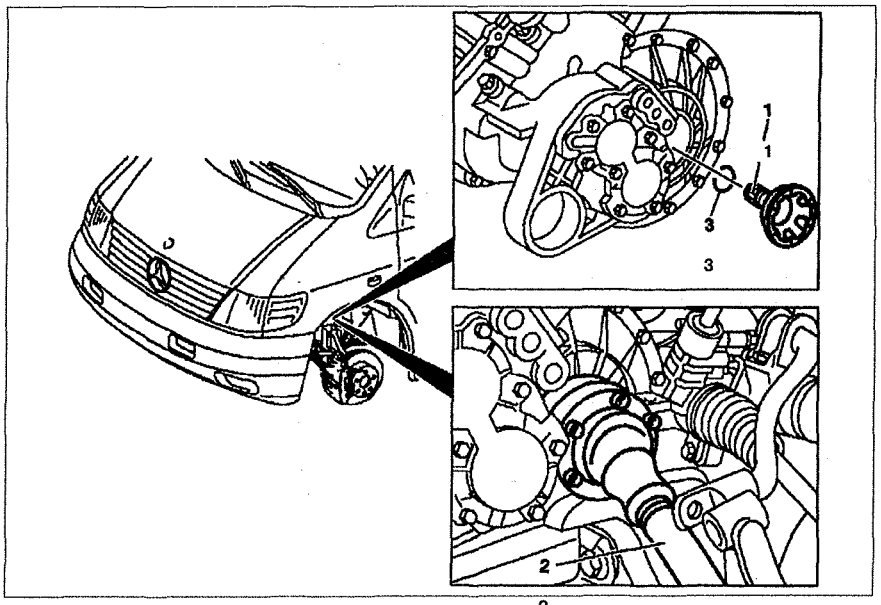

Рис. 7.11. Левый фланец коробки передач:
1. Отсоедините полуось **2** от левого фланца **1** (см.рис.7.11).